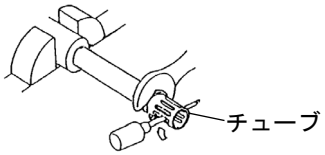

Fig. 11
3) エアモーターの本体部をバイスに固定し、バルブアダプター組立にスパナ（36H）をかけ、チューブの穴にドライバーを差し込んで反時計周りに回し、バルブアダプター組立から取り外してください（Fig. 11）。